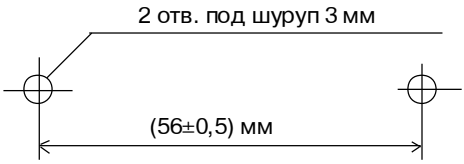

Рисунок 91. Схема разметки для установки извещателя
- выбрав место установки (рекомендуемые варианты размещения извещателя приведены на рисунке 90), проведите разметку отверстий для монтажа с учетом положения отверстий в основании извещателя (рисунок 91), просверлите отверстия в стене.